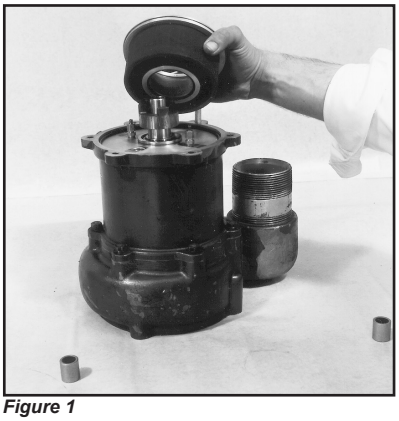
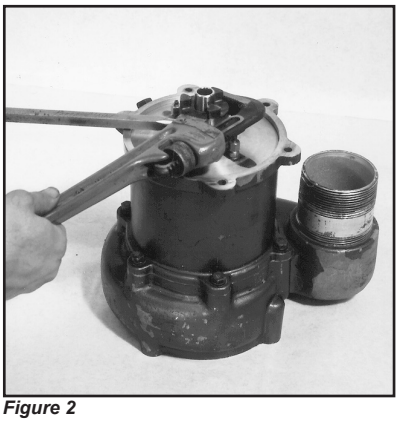

Figure 1
Figure 2
Remove the six bolts and hardware from the motor housing (item 25). This will allow the removal of the complete air motor (item 29) and motor housing from the unit by pulling up on the pump's handle assembly. The filter spool and filter element (items 60 & 20) are then exposed and can be removed (reference Figure 1). The lower half of the jaw type flexible coupling (item 13) is threaded onto the pump shaft and needs removed. Insert a drift pin through the exposed hole in the shaft to prevent rotation and remove the coupling using a pipe wrench (turning counterclockwise, reference Figure 2). Do not use the jaws of the coupling to loosen as they can be broken.